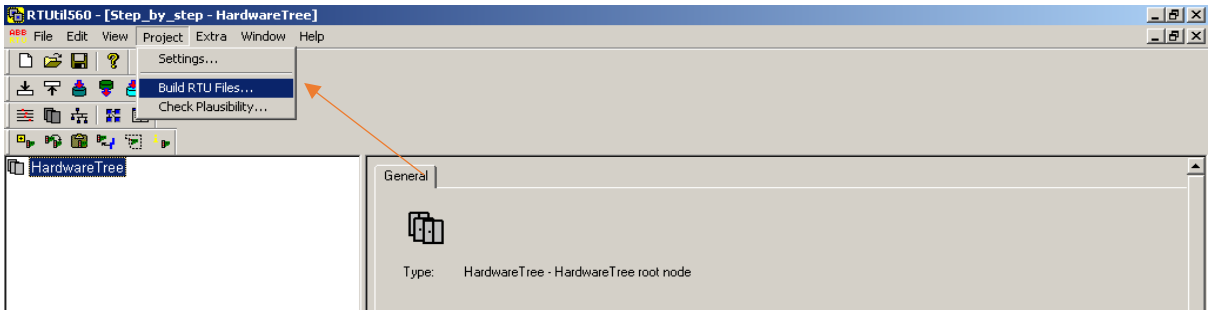

FIG 3.1
Step 2: click **"continue the website"** refer FIG 3.1